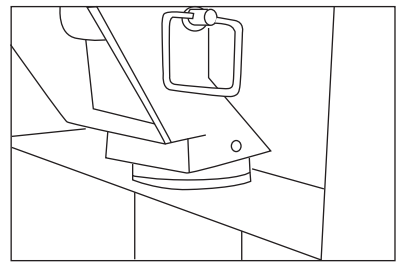

Fig 12
3. Lift front end and place conduit adapter into conduit. Always make sure the conduit adaptor sits flush around the conduit you are pulling through (Fig 12).